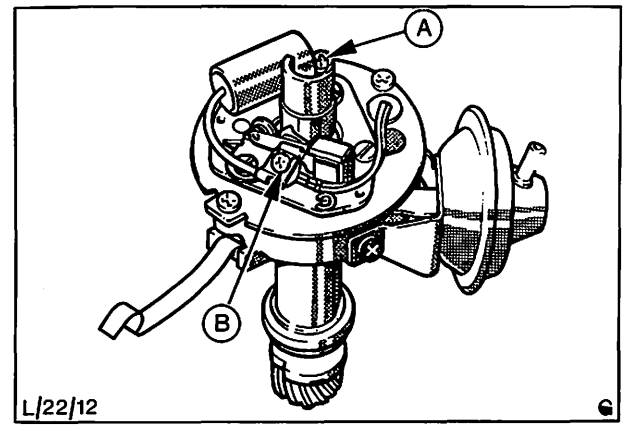

Abb. 57 A = Befestigungsschraube – Kondensator
21. Kondensator- und Niederspannungsleitungen anschließen, Abb. 57.